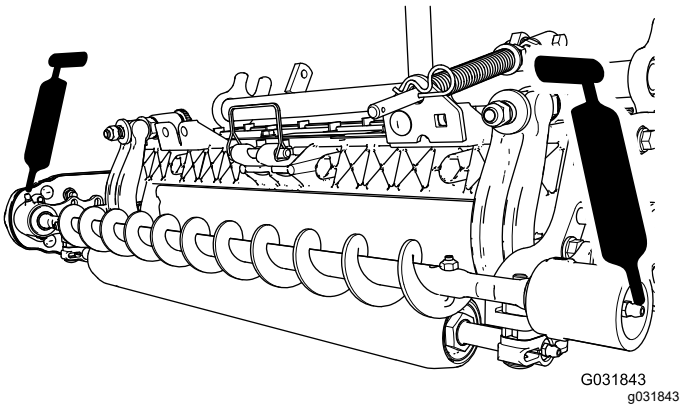

Figura 20
3. Lubrificate i raccordi d'ingrassaggio su ogni alloggiamento del cuscinetto della spazzola per rulli utilizzando grasso a base di litio n. 2 (Figura 20). Rimuovete il grasso in eccesso, in particolare intorno alle guarnizioni.